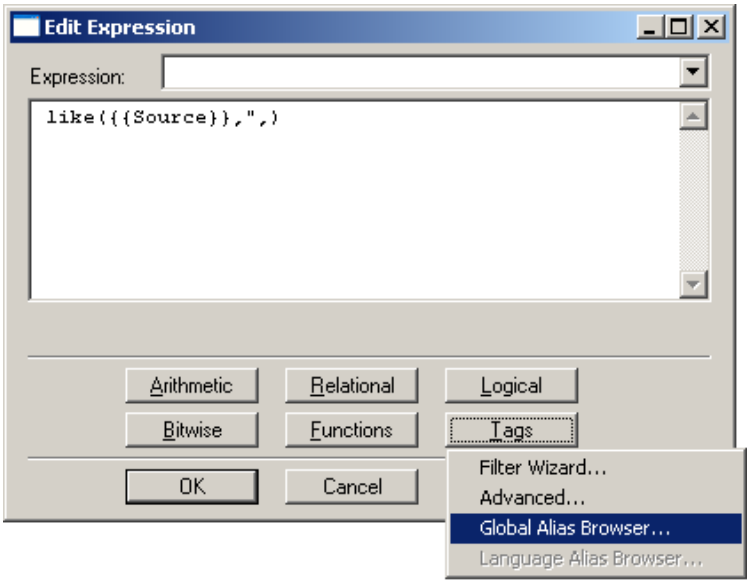

Figure L13.43 - Choosing the Global Alias Browser
9. Click Tags → Global Alias Browser, as depicted in Figure L13.43.